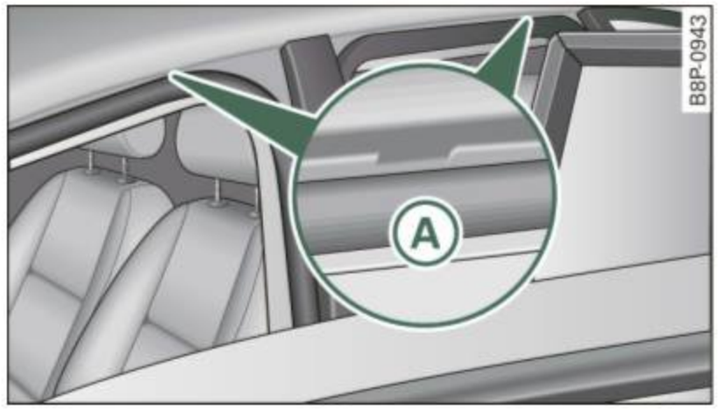
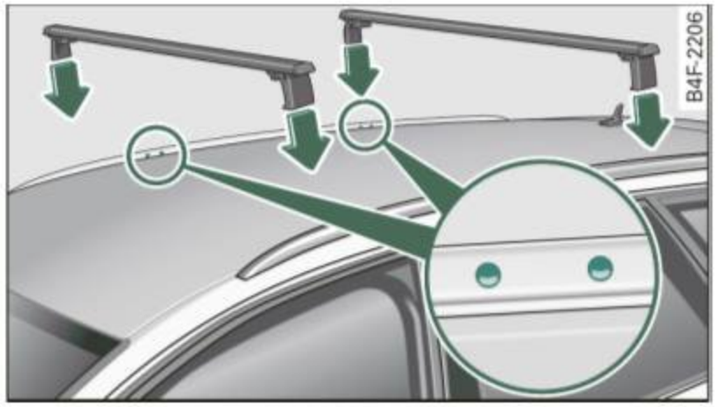

Fig. 89 Attachment points for roof rack
Fig. 90 Roof rails: front and rear mounting locations
- **Only mount the system between the markings shown in ⇒ *page 87*, fig. 89 or ⇒ *page 88*, fig. 90.**
The attachment points ⇒ fig. 89 (A) can only be seen with the door open. ▶
- Center the front of the roof rack in the two stamped marks at the front of the roof ⇒ fig. 89 Ⓐ, ⇒ ⚠.
- Place the rear of the roof rack in the two stamped marks at the rear of the roof ⇒ fig. 89 Ⓐ, ⇒ ⚠.
Mount the front and rear cross bars between the punched markings on the inside of the roof railings ⇒ fig. 90 -arrows-. ▶